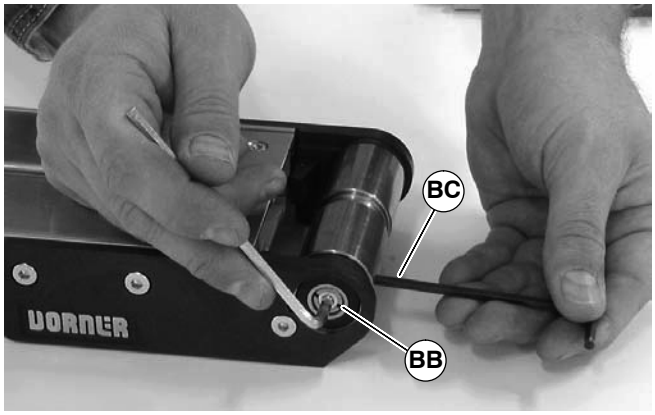

Figure 50
5. On both sides of pulley, use a 4mm hex-key wrench to tighten shaft bearing taper screws (BB of Figure 50) to 75 in-lb (8.5 Nm). Steady pulley with second hex-key wrench (BC) inserted into pulley hole.